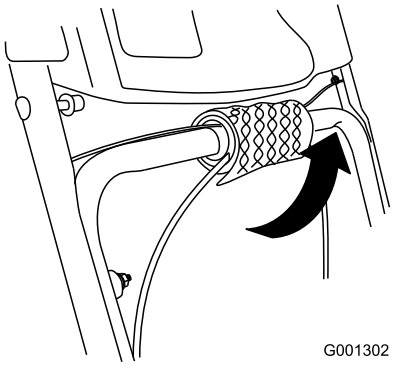

**Figur 5**
1. Plocka fram kabeländarna från det under handtaget (Figur 5).